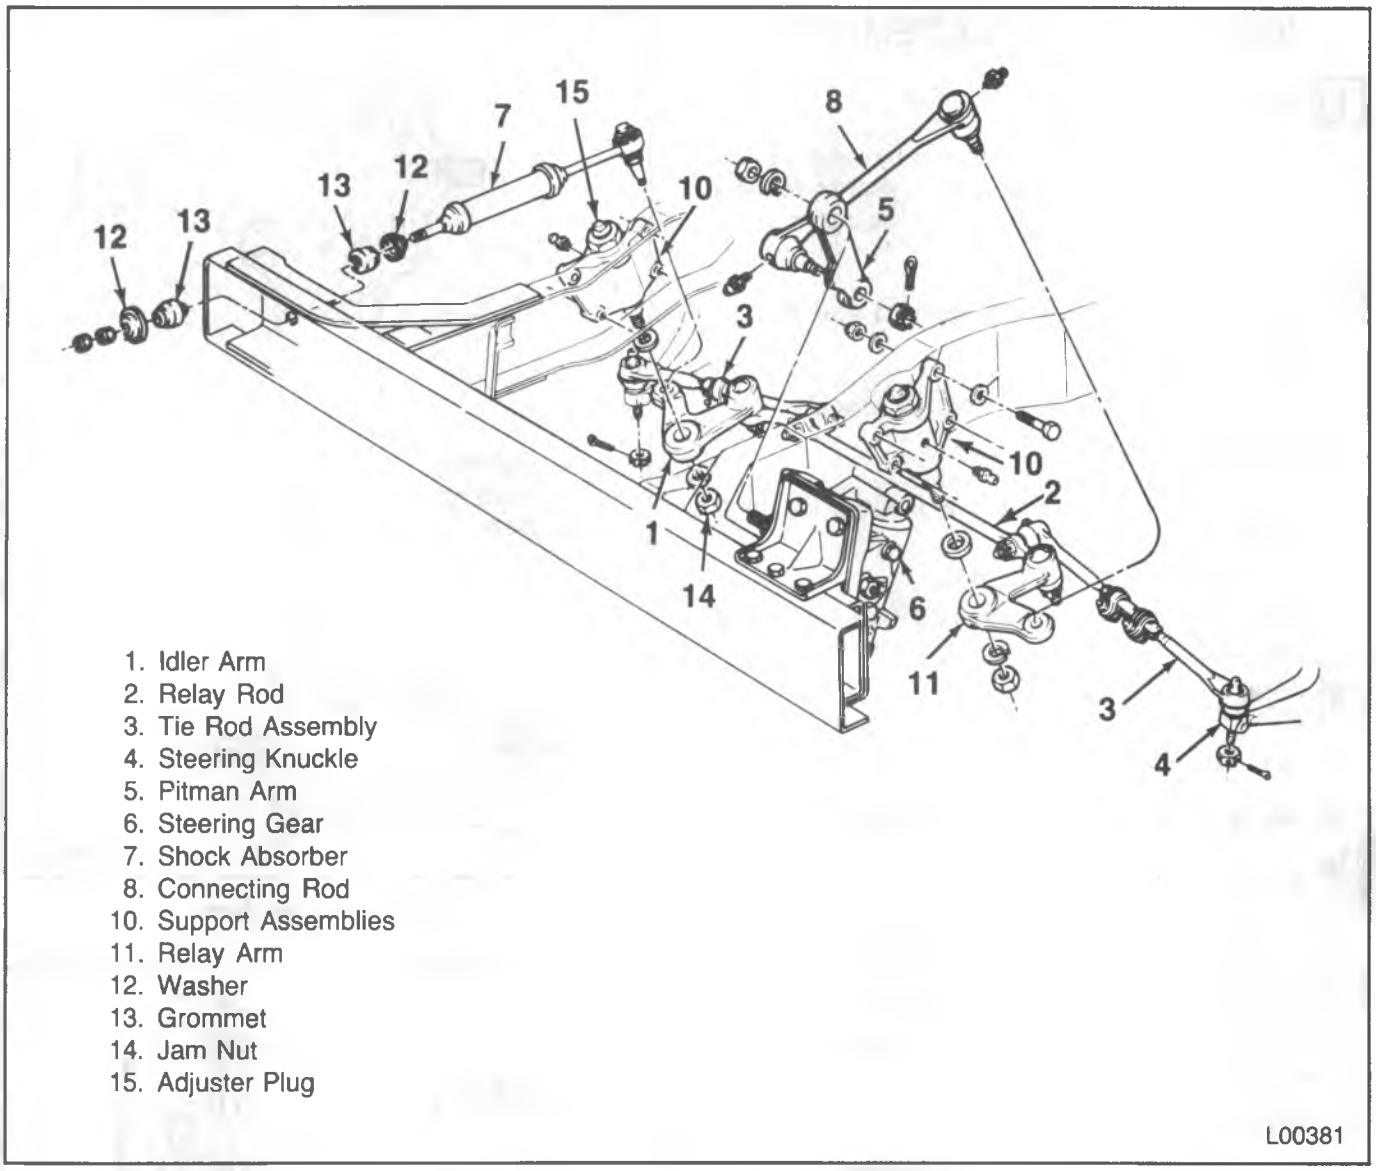

Figure 2—Steering Linkage — P3 Motorhome
The frame-mounted idler support assemblies (10) (figure 2) are adjustable for support shaft end play. Check for idler arm movement as described in "Idler Arm Inspection". If the idler arm fails this test, adjust the support shaft end play.
Adjust (Figure 2)